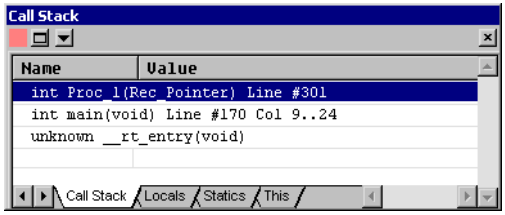

Figure 6-13 Multistatement details in the Call Stack pane
6. Select **View** → **Call Stack** to view the Call Stack pane, shown in Figure 6-13.
7. Continue to step through your program. If the current line is a multistatement line, the Call Stack pane shows the information in the form of line and column details, shown in Figure 6-13.
Call Stack Displays details of the functions currently on the stack, shown in Figure 6-13.